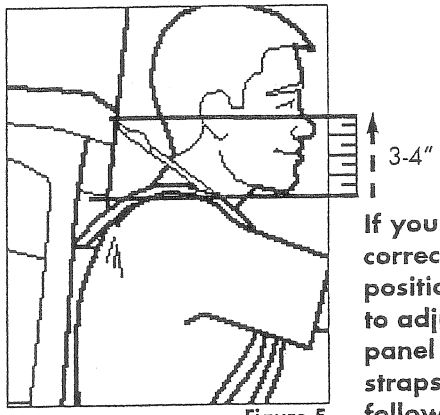

Figure 5
3. **Once the waistbelt is in the correct position, tighten the shoulder straps**. To tighten shoulder straps pull the webbing at the lower ends of the shoulder strap down & back. The top of the load lifter strap should be 3-4" inches above the top of your shoulder **(see Figure 5)**. (Put a little more load on your shoulders than you want to end up with.) During this operation the load-lifter straps should be kept loose.